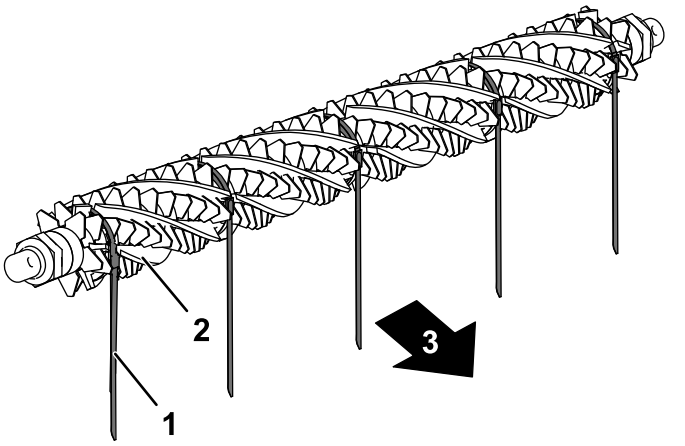

图17
3. 从疏草刀滚刀的一侧将刷子滑入整个疏草刀滚刀上的每条凹槽 图17。
重要事项 **箍带必须以主要旋转方向绕着疏草刀刀片和刷子组件缠绕。图17 中所示为用于正向旋转安装的箍带。**